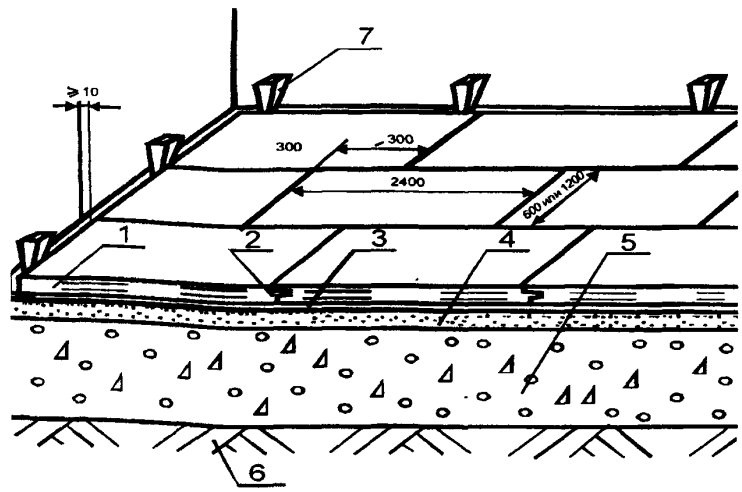

***Рисунок 3* — Схема укладки древесно-стружечных плит в плавающей сборной стяжке**
5.55. Древесно-стружечные плиты склеиваются дисперсией ПВА (ТУ 2241-027-00203521) или мастиками строительными полимерными клеящими латексными (ГОСТ 30307). Необходимое для склеивания сжатие обеспечивается путем вбивания клиньев в зазоры у стен (рисунок 3). После высыхания клея клинья снимаются.